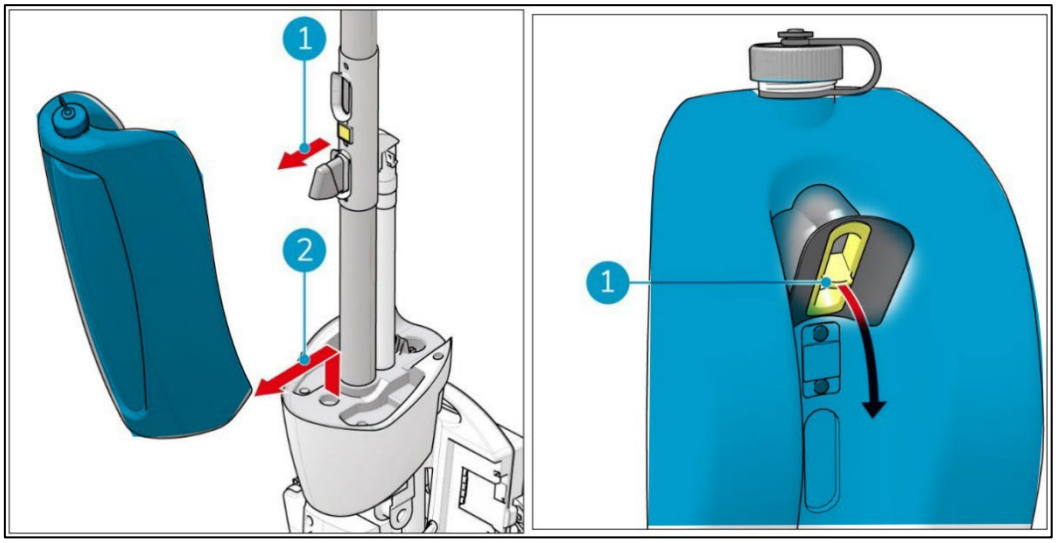

Figure 25 *Figure 26*
1. Pull the top of the recovery tank outwards (Figure 25, pos 1).
2. Lift the recovery tank up and move it away from the body of the i-mop XL (Figure 25 pos 2)